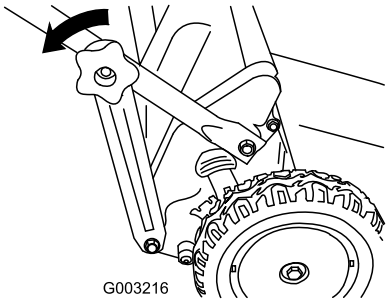

Figur 15
1. Afmonter de nedre håndtagsknapper, der fastgør den nederste del af håndtagets stænger til håndtagsbeslagene (Figur 15).